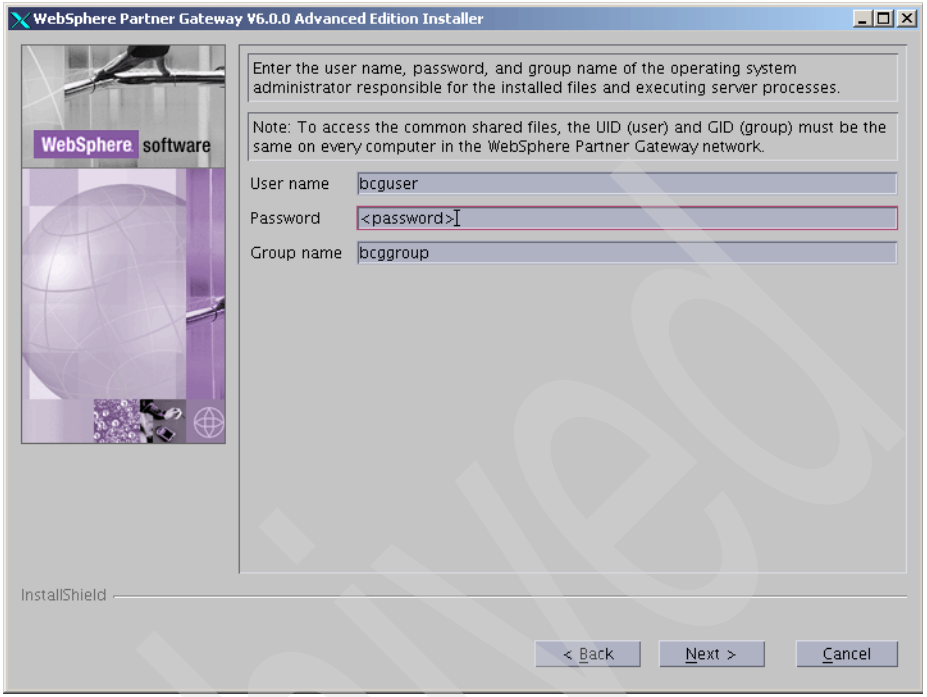

Figure 6-13 Providing user information for bcguser
11. The installation program now asks for the user ID and password of the user who will own the product files and execute the processes, which is `bcguser` (Figure 6-13 on page 129). Click **Next** to proceed.